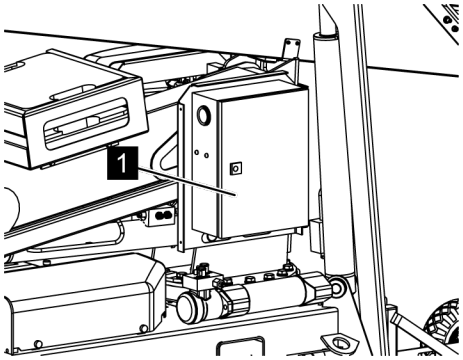

Fig. 119: Opening the control box door
3. *Open control box door (*Fig. 119*/1) with the included double bit key (* *Chapter 4.7.1 'Keys' on page 53**).*
5. *Close control box door (*Fig. 119*/1) and lock with the double bit key.*